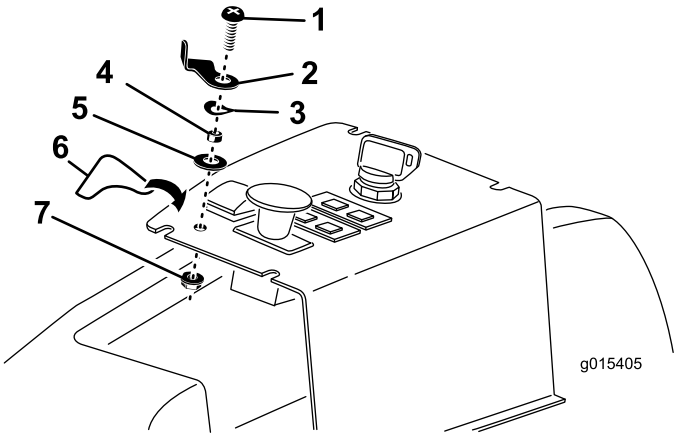

Figuur 14
3. Monteer de hefvergrendelingshendel (lift-lock), het afstandsstuk, de golfring en platte ring op de cilinderkopschroef van 1/4 x 1 inch. Volg hierbij Figuur 14.
4. Breng de schroef van de hefvergrendelingshendel (lift-lock) aan op het gat in het bedieningspaneel en zet vast met een borgmoer. Plaats de hefvergrendelingshendel (lift-lock) zoals op Figuur 14.
5. Plak de sticker van de hefvergrendelingshendel (lift-lock) op het bedieningspaneel, zoals wordt getoond in Figuur 14.